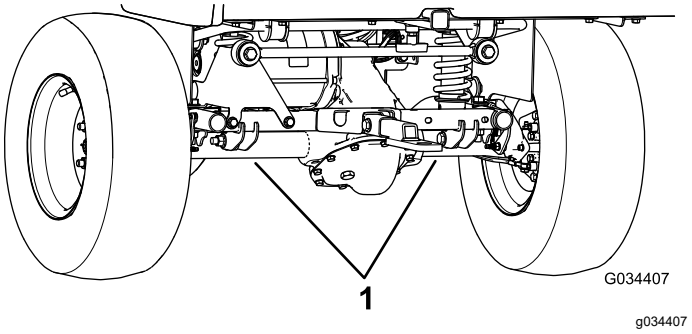

**Figuur 22**
- Het hefpunt aan de achterzijde van de machine bevindt zich onder de asbuizen (Figuur 22).